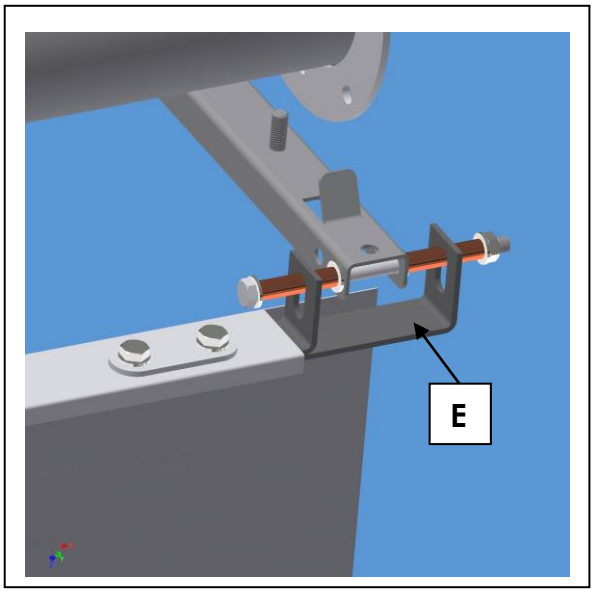

Abb. 61: Montage Reflektorverlängerung an erster Traverse mit zwei Zusatzwinkeln
6. Bei einseitiger Belastung der Aufhängung Zusatzmontagewinkel **E** montieren (Abb.61).